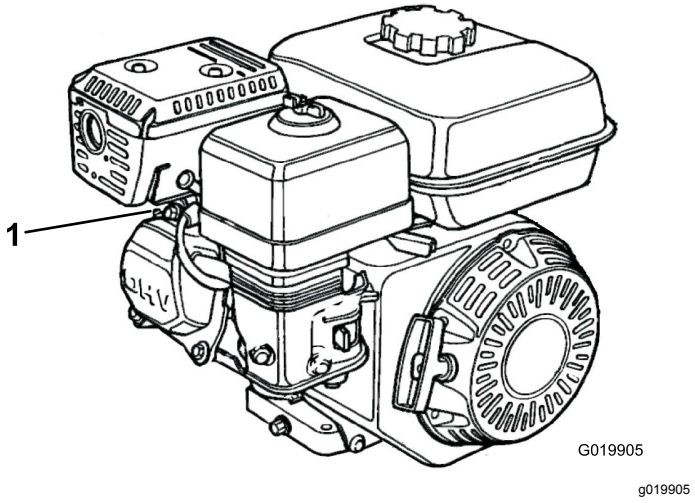

Figur 31
2. Lossa tändkabeln från tändstiftet (Figur 31).